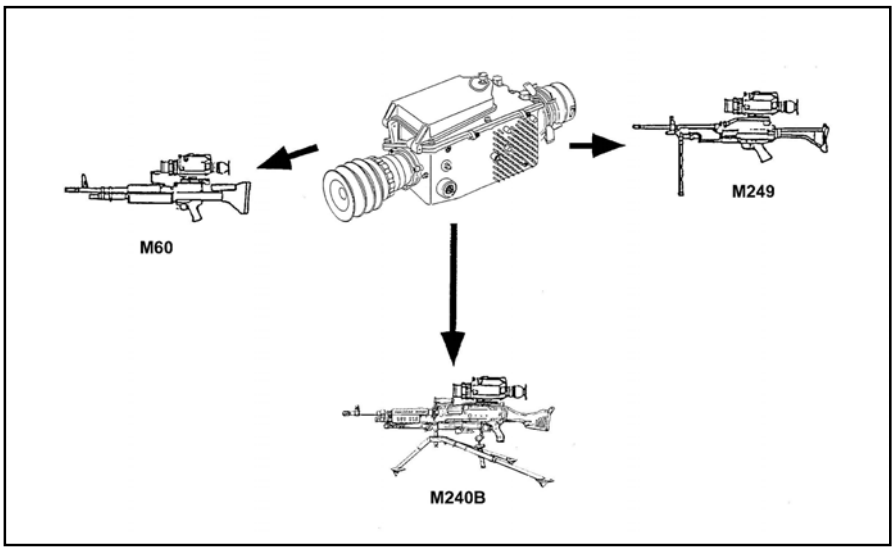

Figure G-23. Medium-weapon thermal sight.
b. **Basic Sensor**. The scanner reflects the IR light received from the telescope on the detective assembly. The detective assembly senses the IR light and converts it to video. The sensor's electronics condition the video for display on the LED array. The LED array illuminates the IR image along with the reticle. The light from the LED array is reflected off the scanner to form an image at the eyepiece. The only difference between the MWTS and the HWTS are the telescopes, which are different magnifications and hold different reticles. The basic sensor on the two models is the same. The MWTS fits the M249, M60, and the M240B machine gun. (Figure G-23).